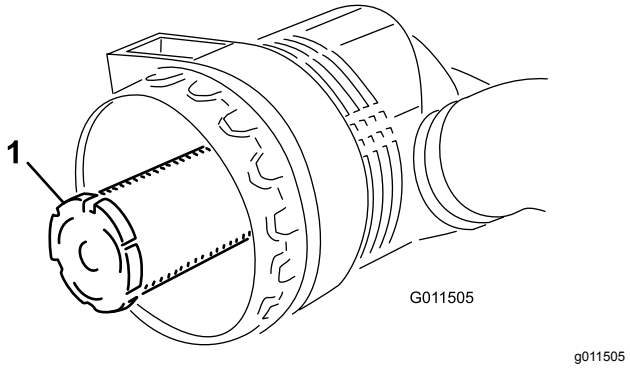

**Figur 58**
***Viktig:*** **Ikke prøv å rengjøre sikkerhetsfilteret (Figur 58). Erstatt sikkerhetsfilteret etter hver tredje overhaling av det primære luftfilteret.**